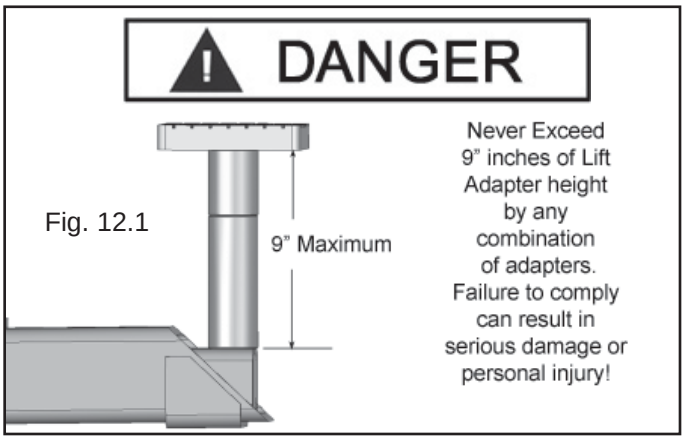

Fig. 12.1
1. Load vehicle onto the lift using Vehicle Lifting Guide to determine proper lifting points. (See Fig. 12.1)